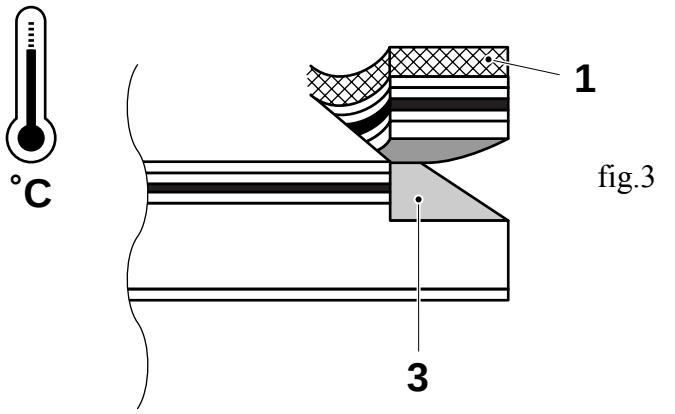

fig.3
- todas las capas internas, incluyendo la lámina de aluminio, se separan con la tira (1), aunque tal vez queden fibras de cartón (3) (fig. 3).